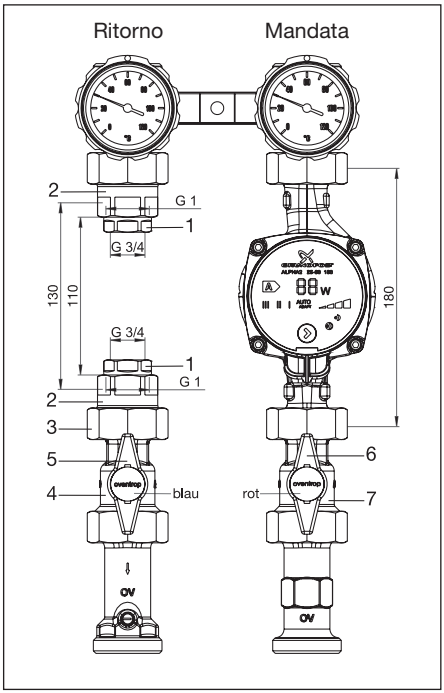

Fig. 5.1 Set installazione contacalorie per “Regumat S-180” DN25 con valvola a sfera prima della pompa (2015)
- Avvitare gli attacchi G ¾ fil.F (1) delle riduzioni G ¾x G 1 al contacalorie, con le guarnizioni annesse.
- Avvitare gli attacchi G 1 fil.F (2) delle riduzioni G 1 x G 1, con le guarnizioni annesse, alle riduzioni precedentemente fissate (1).
- Rimuovere la valvola a sfera esistente (4) datta tubazione di mandata e installarla sulla tubazione di ritorno.
- Avvitare il contacalorie sulla tubazione di ritorno, con le guarnizioni e calotte in dotazione (3).
- Installare la valvola a sfera con pozzetto per sonda di temperatura (7) sulla tubazione di mandata (Attenzione: A seconda del modello del sensore di temperatura, la posizione della valvola a sfera può essere scelta diversamente (vd Fig. 5.1 e 5.2). Sostituire i volantini (5, 6) con i tappi blu e rosso.
L’installazione di un contacalorie con interasse di 130 mm è identica a quella del contacalorie con interasse di 110 mm, solo non sono neccessarie le riduzioni G ¾ x G 1 (1) e rispettive guarnizioni (vd Fig.. 5.1 e 5.2).